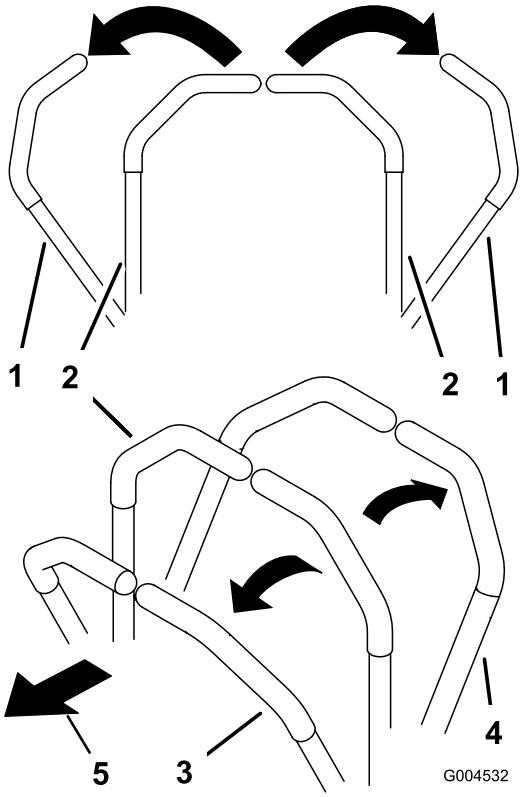

Figuur 17
2. Om vooruit te rijden, duwt u de rijhendels langzaam naar voren (Figuur 17).
Om in een rechte lijn te rijden, moet u gelijkmatige druk uitoefenen op beide rijhendels (Figuur 17).
Om te draaien, vermindert u de druk op de rijhendels in de richting waarin u wilt draaien (Figuur 17).